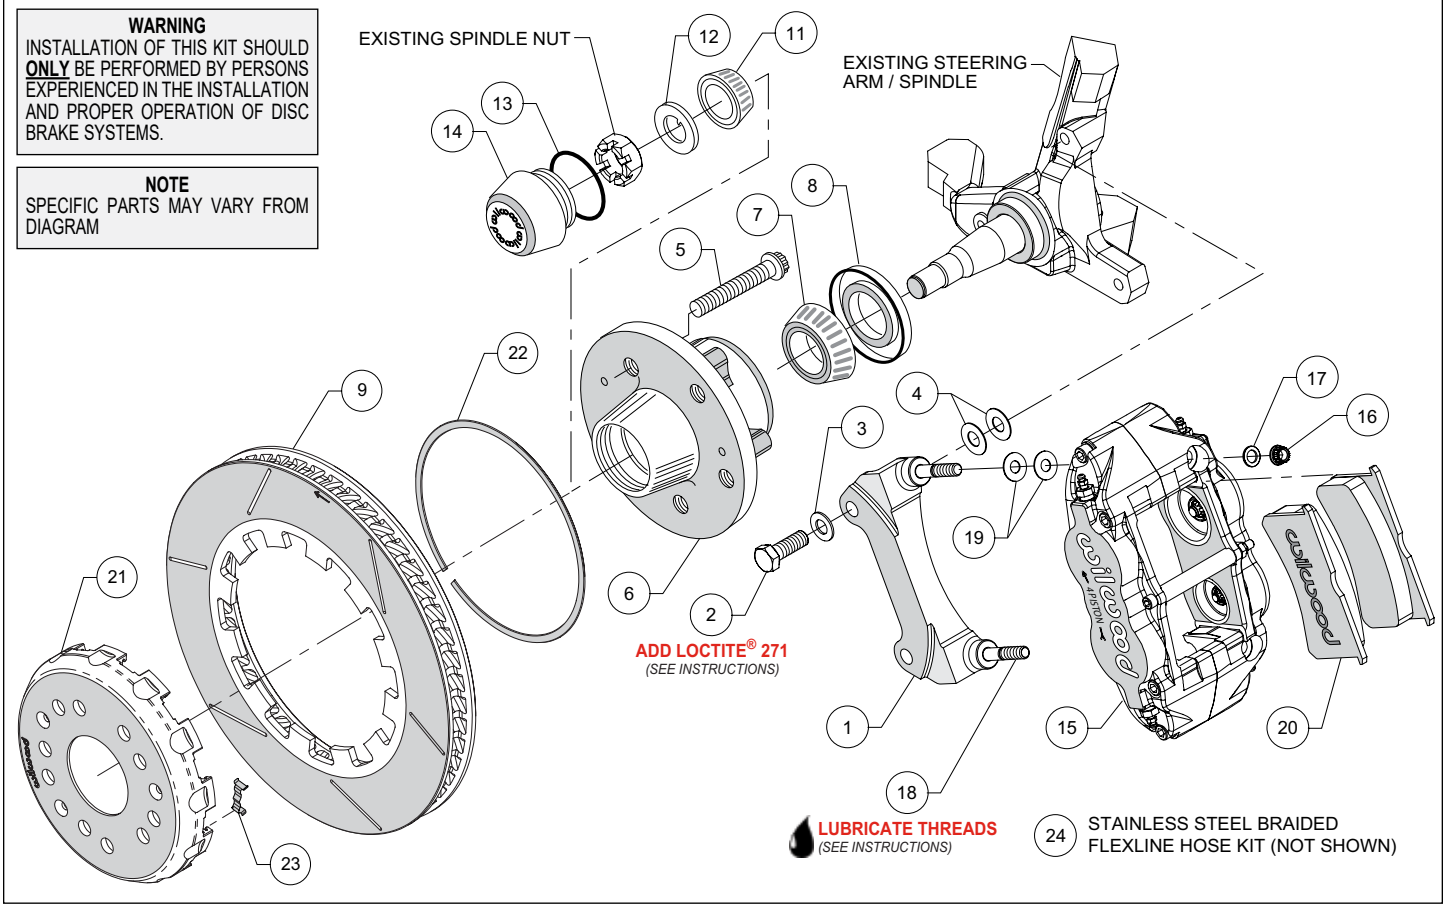

Figure 2. Typical Installation Configuration
•The caliper mount bracket (1) should initially be installed with clean, dry threads on the mounting bolts. Orient the bracket as shown in Figure 2 and Photo 1, and install using bolts (2) and washers (3). Initially place two .033" thick shims (4) on each bolt between the bracket and upright, Figure 2. Temporarily tighten the mounting bolts. ***NOTE:** The bracket must fit squarely against the mounting points on the spindle*. Inspect for interference from casting irregularities, machining ridges, burrs, etc. Later, after the caliper alignment has been checked, the mount bolts will be secured using red *Loctite*® 271.
•Install wheel studs (5) into the hub (6), Photo 2. Torque to 77 ft-lb.
•Pack the large inner bearing cone (7) with high temperature disc brake bearing grease (available from your local auto parts store) and install into the backside of the hub (6), Photo 3.
•***NOTE:*** *This kit contains distinct right and left hand calipers that must be mounted in a specific direction, as described below.* Lubricate the caliper mounting studs (18) with lightweight oil. Initially place two .035" thick shims (19) on each stud between the caliper and the bracket, as shown in Figure 2 and Photo 10. Mount the caliper (15) onto the bracket (1) using lock nuts (16) and washers (17), Figure 2. Ensure that the caliper is mounted so the largest pistons are at the rotor exit end of the caliper, in relation to the direction of rotor rotation. Temporarily tighten the lock nuts and view the rotor through the top opening of the caliper. The rotor should be centered in the caliper, Photo 11. If not, adjust by adding or subtracting shims (4) between the bracket and the spindle. Always use the same amount of shims on each of the two mounting bolts. Once the caliper alignment is correct, remove the bracket mounting bolts (2) one at a time, apply red *Loctite*® 271 to the threads, and torque to 60 ft-lb.
•Remove the caliper center bridge pad retainer bolt, nut, and tube from the caliper. Insert the brake pads (20) into the caliper, with the friction material facing the rotor, as shown in Photo 12. Check that the top of the brake pad is flush with the outside diameter of the rotor, Photo 13. If not, adjust by adding or subtracting shims (19) between the caliper and the bracket. After the caliper pad height is set, torque the caliper lock nuts (16) to 30 ft-lb. Secure the brake pads in place with the center bridge pad retainer tube, bolt, and locknut, Photo 14. The locknut should be snug without play in the bolt or tube. Be cautious not to over tighten.